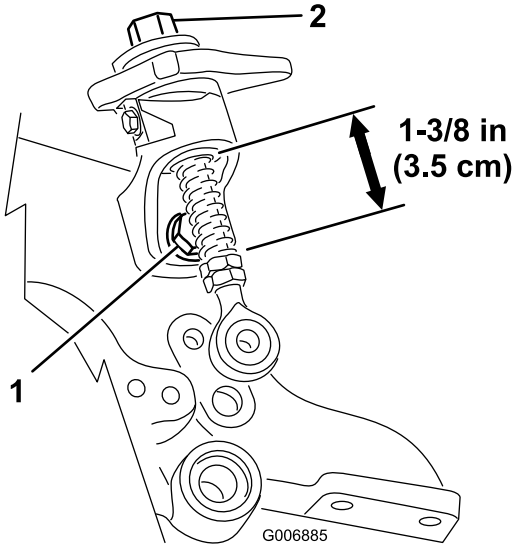

Figur 45
2. Løsne hurtigmonteringsbolt og sørg for at stang med gjenger er i linje og ikke henger seg fast på bunnen av hurtig-opp-rampe (Figur 45). Stram til boltene på nytt.
3. Kontroller lengden til hurtig-opp-fjærer på stenger med gjenger, lengden skal være 3,5 cm (Figur 45).
4. Hvis høydejusteringsknotten ikke roterer fritt, kan fôringen være skitten (Figur 45). Rengjør fôringen hvis nødvendig.